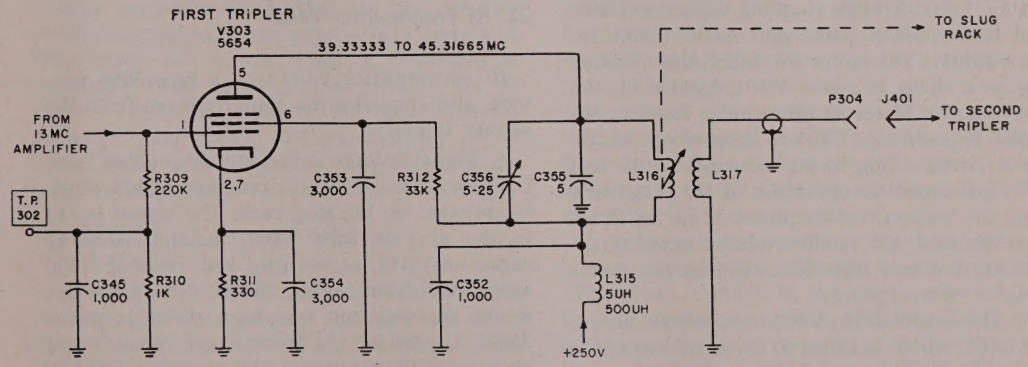

Figure 8. First tripler V303, simplified schematic diagram.
20. First Tripler V303 (fig. 8)
b. Plate voltage for first tripler V303 (fig. 8) is furnished by the 250-volt supply from the dynamotor through rf coil L315 which isolates the rf signal voltage from the +250-volt supply. Screen voltage is furnished from the 250-volt supply through coil L315 and voltage-dropping resistor R312. Filtering is provided by bypass capacitors C352 and C353.